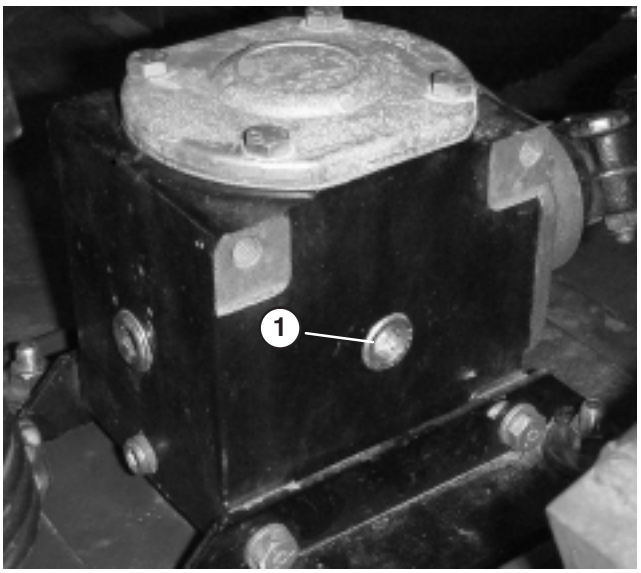

Figure 22
2. Position machine and cutting unit on a level surface and lower cutting unit. Remove fill/check plug from side of gear box (Fig. 22) and make sure lubricant is up to bottom of hole. If level of lubricant is low, add SAE 80–90 wt. gear lube until level is up to bottom of hole.